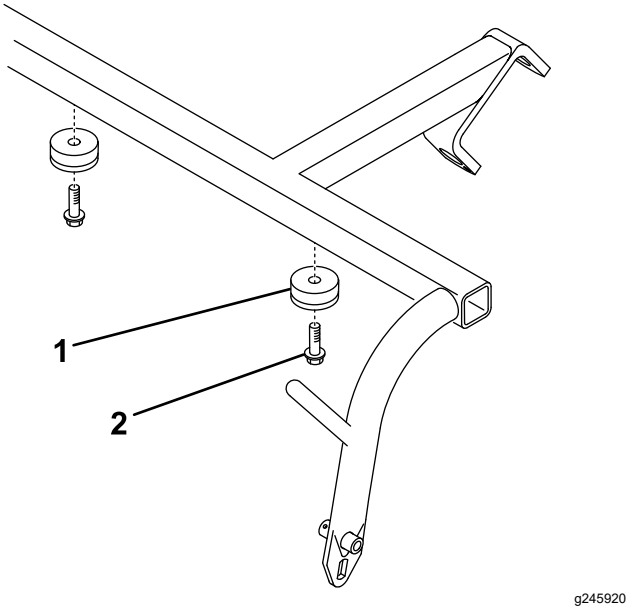

Bild 3
5. Befestigen Sie zwei Puffer mit zwei Blechschrauben an der Unterseite des Zugrahmens (Bild 3).